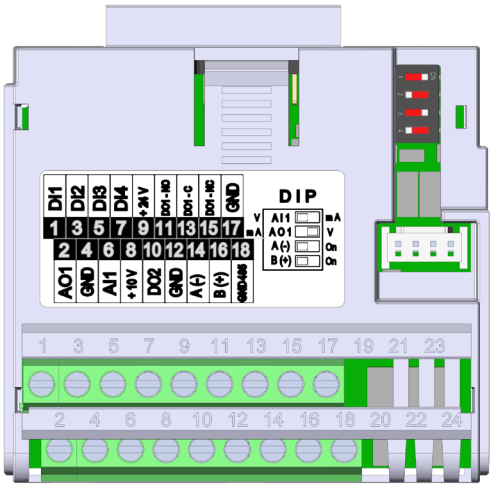

Abbildung 20.1: Steckmodul CFW500-IOS
Das CFW500-IOS Steckmodul verfügt nur über die Serielle Schnittstelle (1) über den RS-485-Port an den Anschlussklemmen 14 (A-) und 16 (B+), vgl. Abbildung 20.1 auf Seite 20-1. Siehe auch: GND485 an Klemme 18 ist von GND an den Klemmen 17 und 4 isoliert.